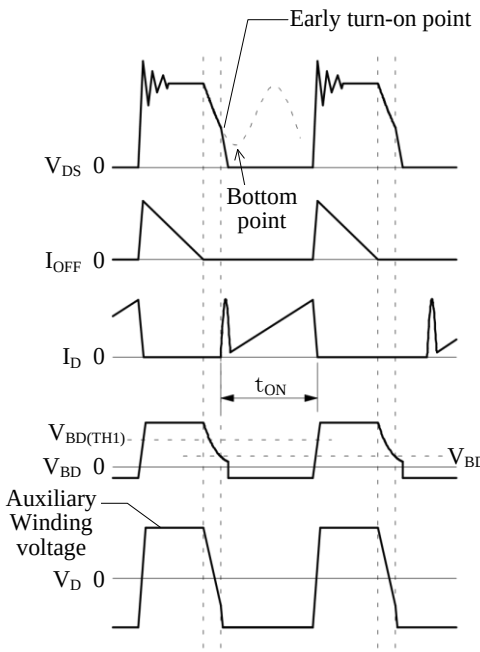

Figure 8-14. When the Turn-on of a V_{DS} Waveform Occurs before a Bottom Point
- If the turn-on point precedes the bottom of the V_{DS} signal (see Figure 8-14), it causes higher switching losses. In that situation, after confirming the initial turn-on point, delay the turn-on point by increasing the C_{BD} value gradually, so that the turn-on will match the bottom point of V_{DS}.